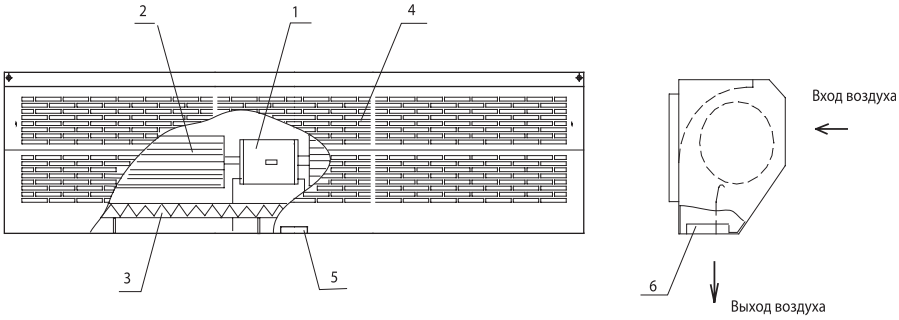

Рис.1 – Устройство тепловой завесы
4.1 Завеса представляет собой устройство, в металлическом корпусе которого установлен вентилятор барабанного типа с электродвигателем и нагревательный элемент типа РТС или ТЭН (трубчатый электронагреватель) (рис.1) .